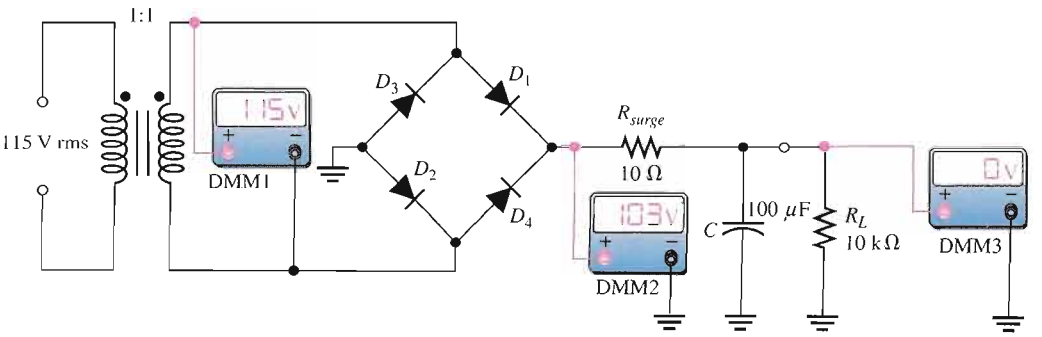

FIGURE 2–81
35. From the meter readings in Figure 2–81, determine if the rectifier is functioning properly. If it is not, determine the most likely failure(s).
36. Each part of Figure 2–82 shows oscilloscope displays of various rectifier output voltages. In each case, determine whether or not the rectifier is functioning properly and if it is not, determine the most likely failure(s).
37. Based on the values given, would you expect the circuit in Figure 2–83 to fail? If so, why?
▲ FIGURE 2–82
▲ FIGURE 2–83